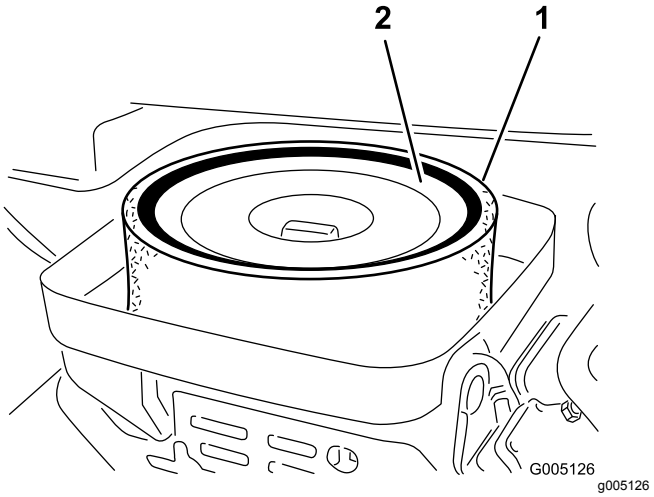

Figur 26
3. Ta bort vingmuttern som fäster delarna vid luftrenarhuset (Figur 26).
4. Ta bort skumgummidelen från pappersinsatsen om den är smutsig (Figur 26). Rengör den ordentligt på följande sätt: